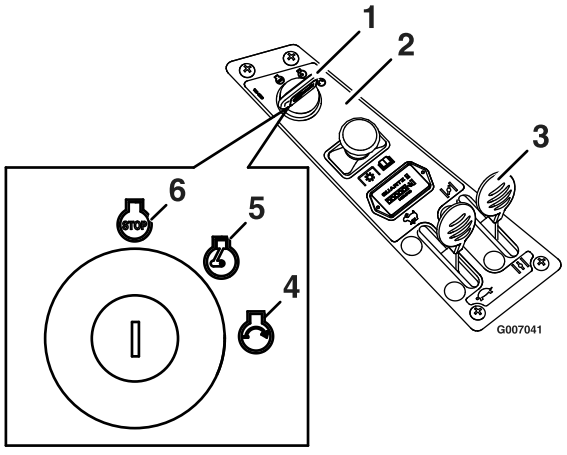

Figuur 11
4. Draai het contactsleuteltje op START om de startmotor in werking te stellen. Laat het sleuteltje los zodra de motor aanslaat (Figuur 11).
5. Als de motor afslaat of hapert, zet u de chokehendel weer gedeeltelijk naar voren gedurende een paar seconden (Figuur 11).
1. Zet de gashendel tussen SNEL en half gas (Figuur 11).
3. Draai het contactsleuteltje op UIT (Figuur 11).